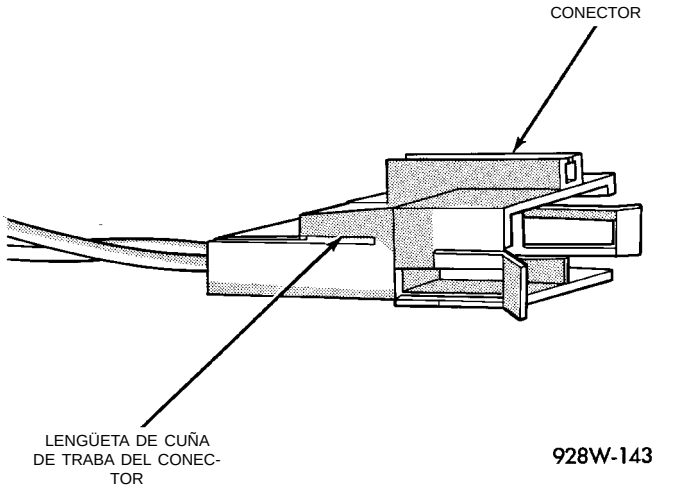

Fig. 16 Cuña de traba del conector
(2) Desconecte el conector que debe repararse de su mitad/componente complementario.
(3) Retire la cuña de traba del conector, si fuese necesario (Fig. 16)